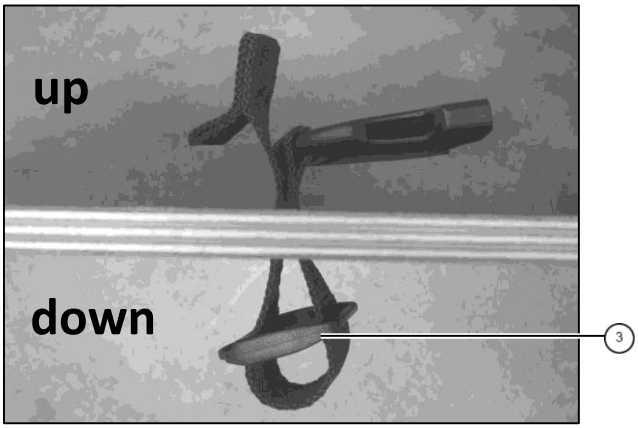

Fig. 3: buckles
1. Release buckles ③ from lower belt and insert belts from the top through the slots in the base plate.
2. Attach buckles underneath the base plate. Run the belt ends back up through the base plate (see fig. 3).